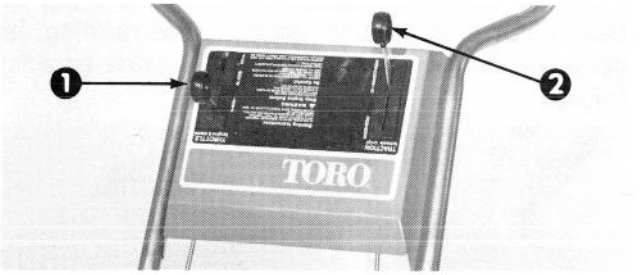

Figure 12
1. Move traction control into DISENGAGE **detent** and throttle control forward to START position (Fig. 12).